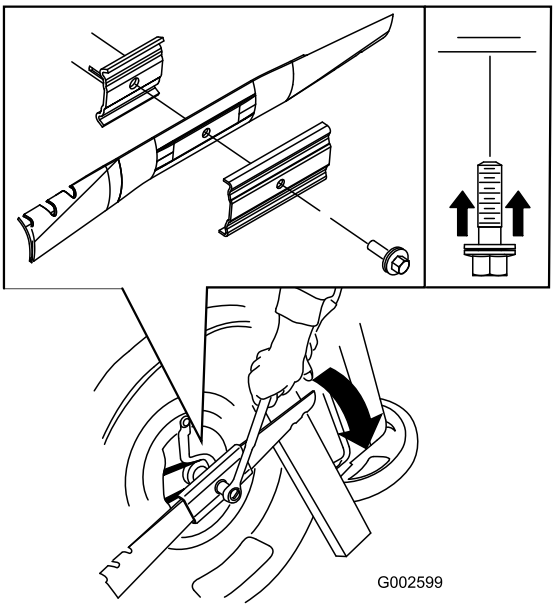

Figur 26
5. Montera den nya kniven (vrid knivbulten medsols) och alla monteringsdelar (Figur 26).